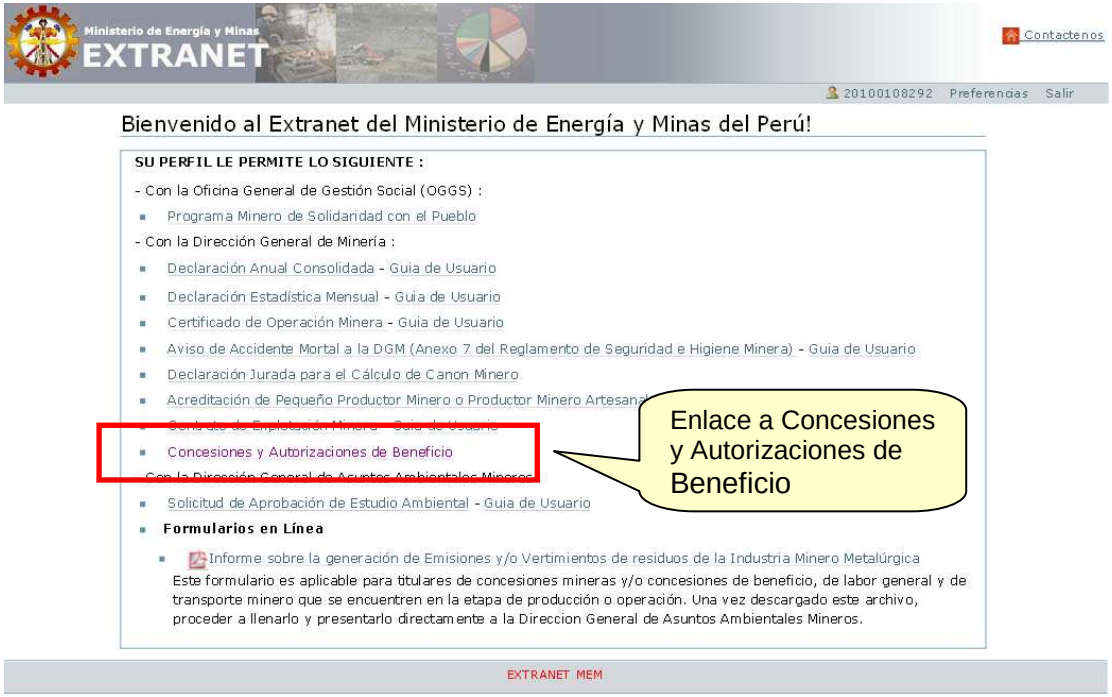

Fig. 3.3 Página de bienvenida de la Extranet.
3. Luego de validados positivamente los datos acceso, en la página de bienvenida haga clic en el enlace “Concesiones y Autorizaciones de Beneficio” (Fig. 3.3)